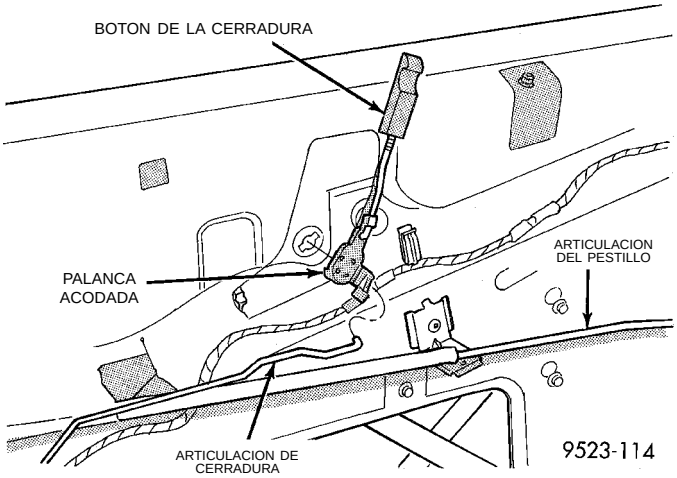

Fig. 11 Palanca acodada del botón de la cerradura
(1) Retire el panel tapizado de la puerta.
(2) Desacople el collarín que sujeta la articulación de cerradura a la palanca acodada.
(3) Gire la palanca acodada hasta que las orejetas de retención estén alineadas con las muescas en el panel de la puerta.
(4) Separe la palanca acodada de la puerta (Fig. 11).